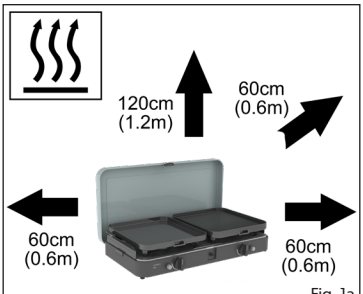

Fig. 1a
- Asegúrese de que el aparato se utilice lejos de materiales inflamables. Las distancias mínimas seguras son: Sobre el aparato: 120cm, en la parte posterior y en los lados: 60cm (fig. 1a).